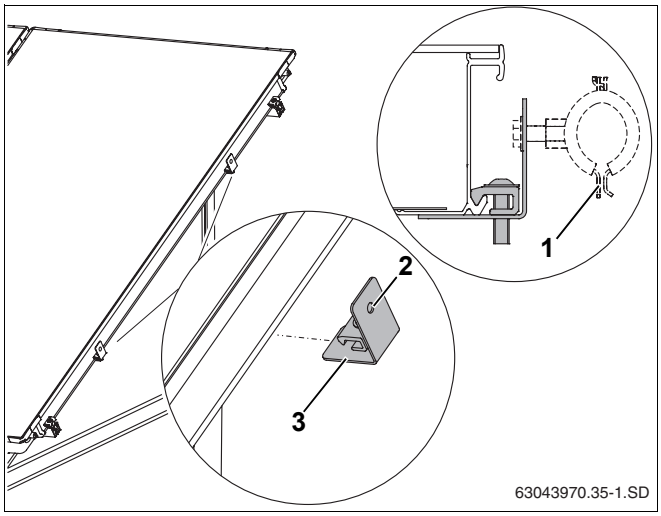

Rys. 56 Zamocowanie uchwytu na ramie kolektora
Do zamocowania przewodów zbiorczych, na gwincie M8 uchwytu (rys. 56, **poz. 2**) zaleca się stosować zaciski rurowe (rys. 56, **poz. 1**) dostępne w handlu.
- Uchwyt (rys. 56, **poz. 3**) osadzić na ramie kolektora i dokręcić przy pomocy klucza SW5.